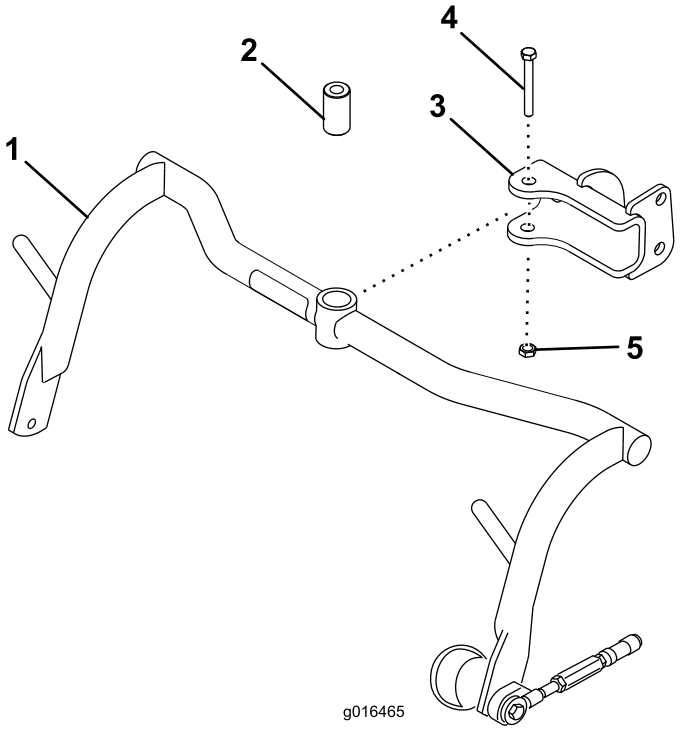

Figuur 8
1. Monteer een draagframe op elke gaffel met een afstandsstuk, 1/2 x 3-1/4 inch bout en 1/2 inch borgmoer (Figuur 8). Vastdraaien met een torsie van 91-113 Nm.